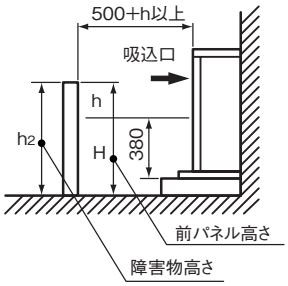

図3　前面スペース（単位：mm）
(b)障害物の高さ (h_2) がユニット前パネル高さ (H) 以上の場合は、図 3 に従ってユニット前パネル高さと障害物高さとの差分の寸法 ($h=h_2-H$) に 500mm を加算した値以上の前面スペース寸法を確保してください。